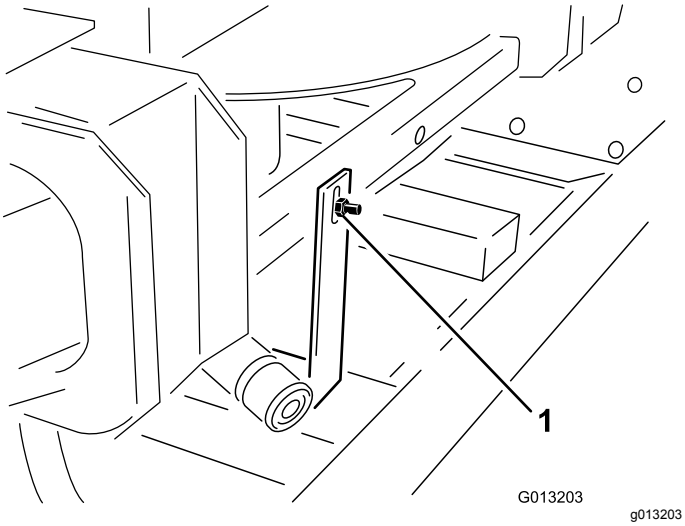

**Figur 3**
2. Bak på dobbeltspinneren fjerner du bolten og mutteren som fester maskinens løfteutstyrs transportbrakett til dobbeltspinneren (Figur 3).